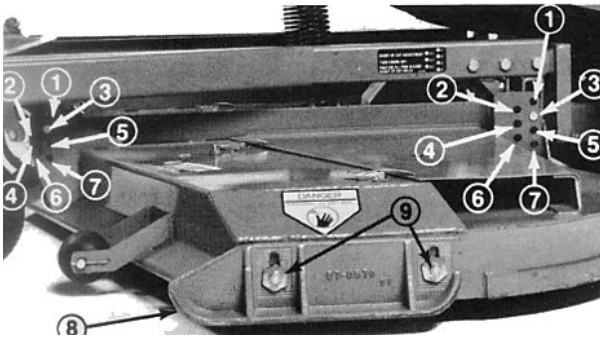

Bild 1
2. Die Kufe durch Lockern der Flanschmuttern, Positionieren der Kufe in die gewünschte Lage und erneutes Festziehen der Flanschmuttern einstellen (Bild 1).